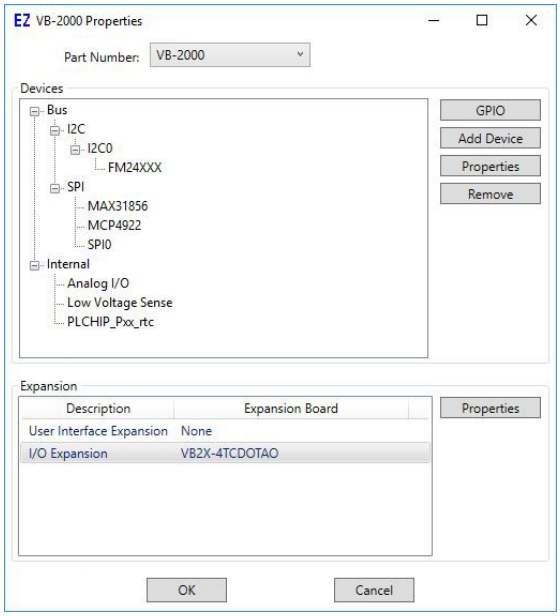

Figure 2-2 - VB-2000 Properties Window
3. Verify the VB2X-4TCDOTAO expansion board is installed.. Refer to Figure 2-2.
4. In the ***Devices Pane***, click the **MAX31856** under the SPI heading. Refer to Figure 2-2.